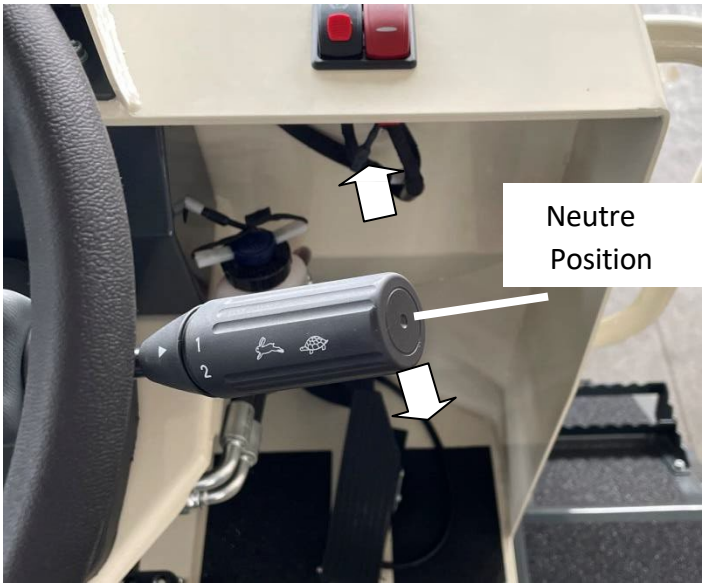

Figure 15. levier de vitesse
- Après avoir démarré le moteur, pour une conduite en toute sécurité, soulevez le levier situé sur le côté droit de la colonne de direction et poussez-le vers l'avant (figure 15).
• Placez le levier de vitesse au point mort (figure 15).